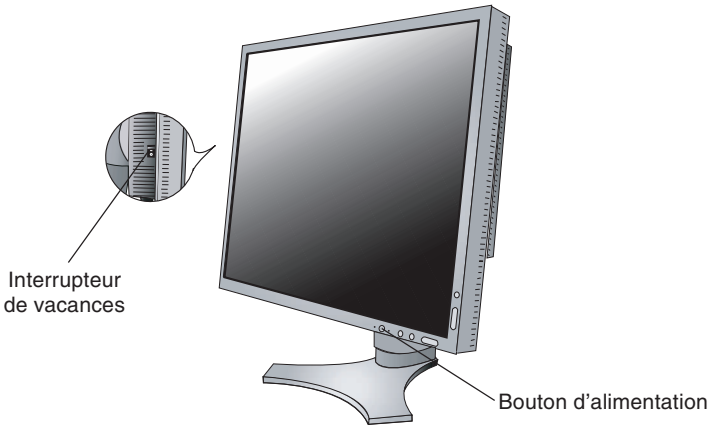

Figure E.1
9. L'interrupteur de vacances situé sur le côté gauche du moniteur doit être allumé. Allumez le moniteur avec le bouton d'alimentation situé à l'avant (**Figure E.1**) ainsi que l'ordinateur.